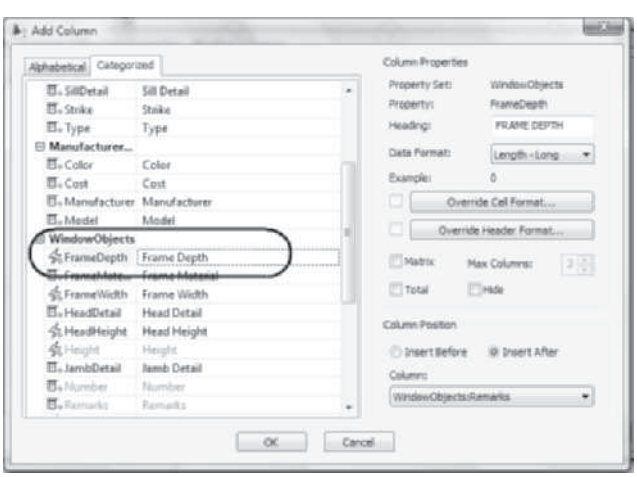

FIGURE 11.61 *Adding a Frame Depth column to the window schedule*
12. Select the **Add Column** button to open the **Add Column** dialog box. Scroll down the list of properties in the left column and select **FrameDepth** from the **Window-Objects** property set. Overtype **FRAME DEPTH** in the **Heading** field of the **Column Properties** section at the right. Set Data Format = **Length-Long**. Select the **Insert After** radio button of the **Column Position** section and select **WindowObjects: Remarks** from the drop-down list as shown in Figure 11.61. Click **OK** to dismiss the **Add Column** dialog box.